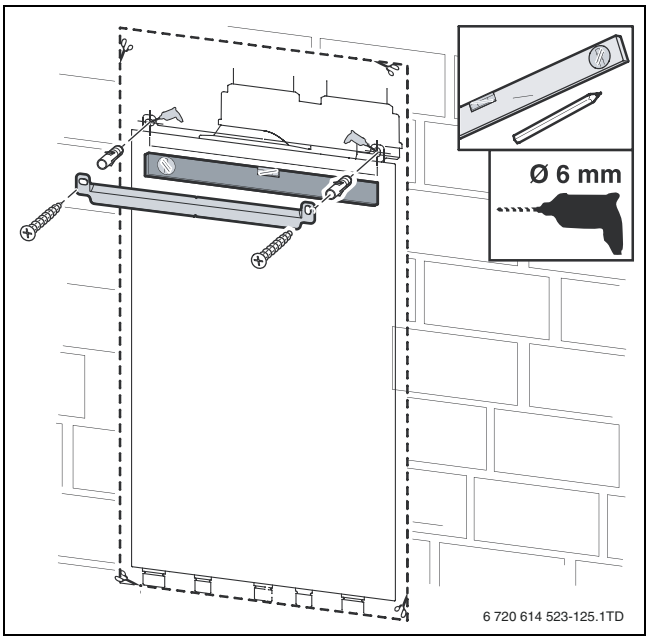

Afb. 8 Monteren ophangbeugel
- ▶ Bepaal met de boormal de plaats van het cv-toestel aan de wand (→ afb. 8). Houd hierbij rekening met de minimale vrije ruimte aan de voor-, boven- en onderzijde van het cv-toestel (→ afb. 4).
- ▶ Monteer de ophangbeugel waterpas aan de wand (→ afb. 8).